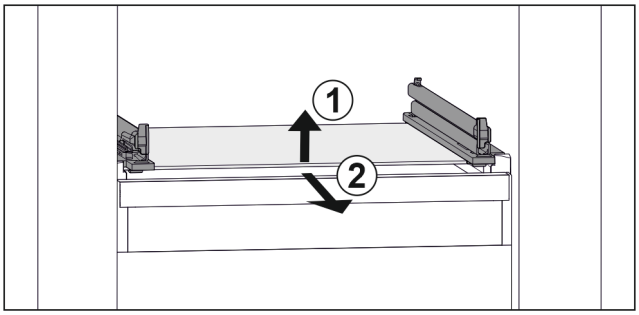

Fig. 94 Example illustration of glass shelf
▶ Lift glass shelf at the front. *Fig. 94 (1)*
▶ Take out glass shelf to the front. *Fig. 94 (2)*